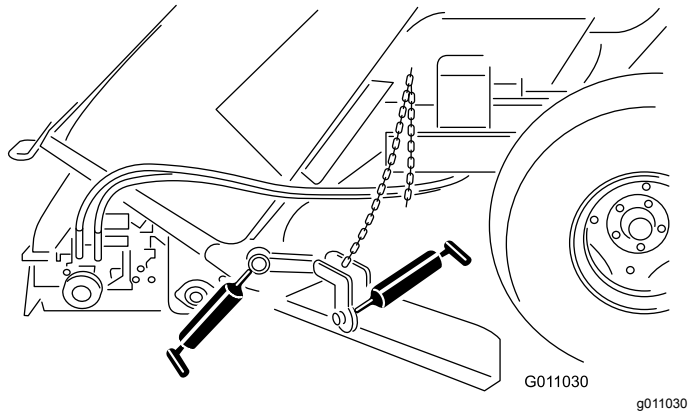

Figuur 38
- Bevestiging van pluggenschuif (Figuur 38)
- Naaf van pluggenschuif (Figuur 38)